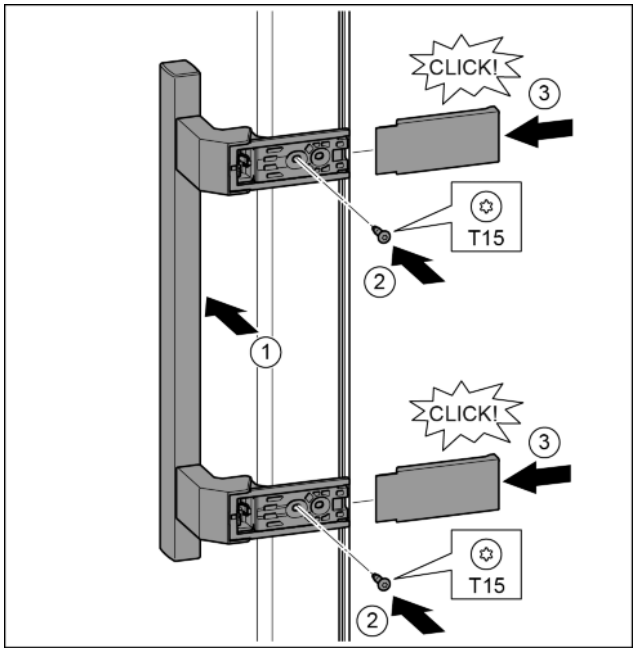

Fig. 20
- ▶ Установить ручку на противоположной стороне. *Fig. 20 (1)*
- ▶ Затянуть винты отверткой T15. *Fig. 20 (2)*
- ▶ Установить крышки сбоку и надвинуть. *Fig. 20 (3)*